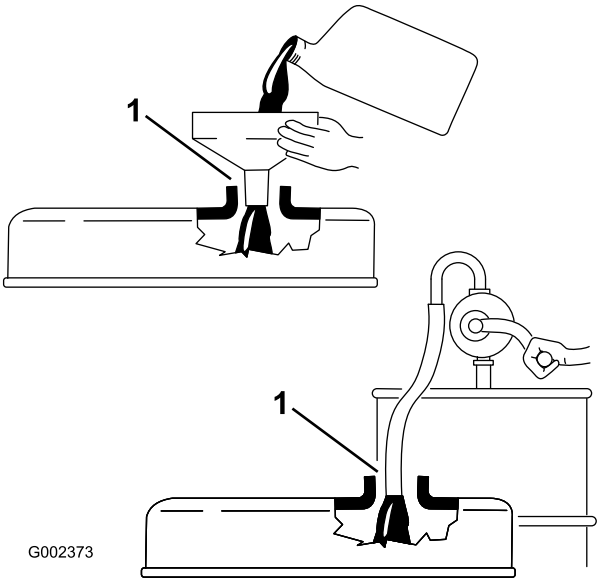

Figur 16
**Vigtigt: Når der tilsættes motorolie eller fyldes olie på, skal der være afstand mellem oliepåfyldningsenheden og påfyldningshullet i ventildækslet som vist i Figur 16. Denne afstand er nødvendig af hensyn til udluftning under påfyldningen, hvilket forhindrer olie i at løbe over og ned i ånderøret.**